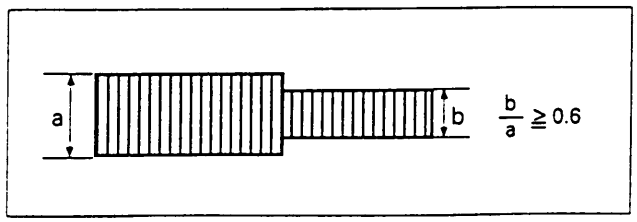

Fig. 2-5-8
10) Acceptable level difference between channel 1 and 2 is 5db. (See Fig. 2-5-8)